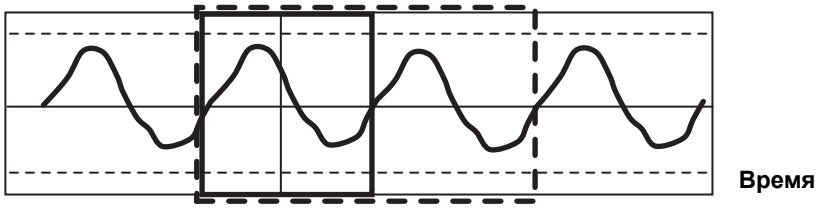

рисунок 7.232
- Сплошные линии на рис. 7.232 обозначают блок секторов, если заданное значение равно 2, а пунктирные линии обозначают блок секторов, если заданное значение равно 4.